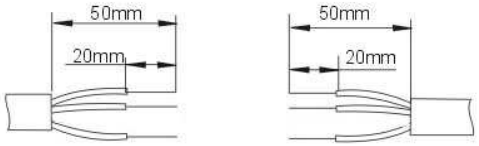

Рис. 9
1. Снимите 50 мм внешнего слоя изоляции с кабеля и по 20мм изоляции с каждого провода в отдельности. См. рис. 9.